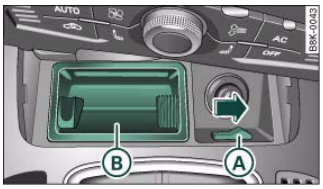

Fig. 98 Centre console: Ashtray open
– Slide the switch (A) ⇒ fig. 98 to the right to release the ashtray.
– Take out the ashtray (B) ⇒ fig. 98.